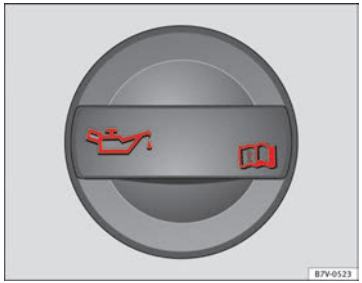

Fig. 115 In the engine compartment: Engine oil filler cap
- The engine oil filler neck can be recognised by the symbol on the cap ⇒ Fig. 115 and the dipstick by its coloured handle.
- Unscrew the cap from engine oil filler neck on the cylinder head ⇒ Fig. 115. If you are not sure where the cap is, request help from a specialist.